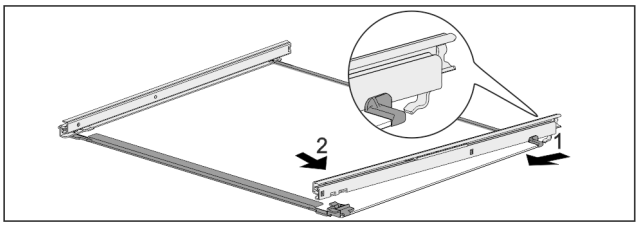

Fig. 166 Tablette en verre avec rails
▶ Accrocher le rail à l'arrière. *Fig. 166 (1)*
▶ Accrocher le rail à l'avant. *Fig. 166 (2)*